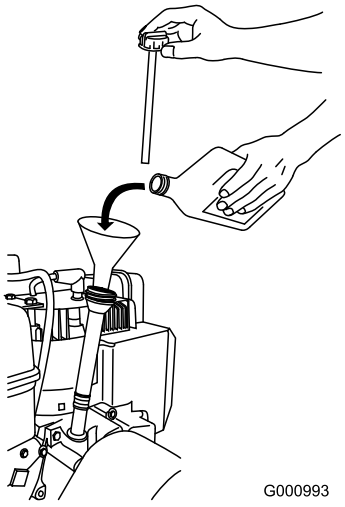

Figur 40
2. Ta ut oljestickan och kontrollera oljenivån (Figur 40). Fyll på olja om oljenivån ligger under markeringen Add. Se avsnittet Fylla på olja i motorn.